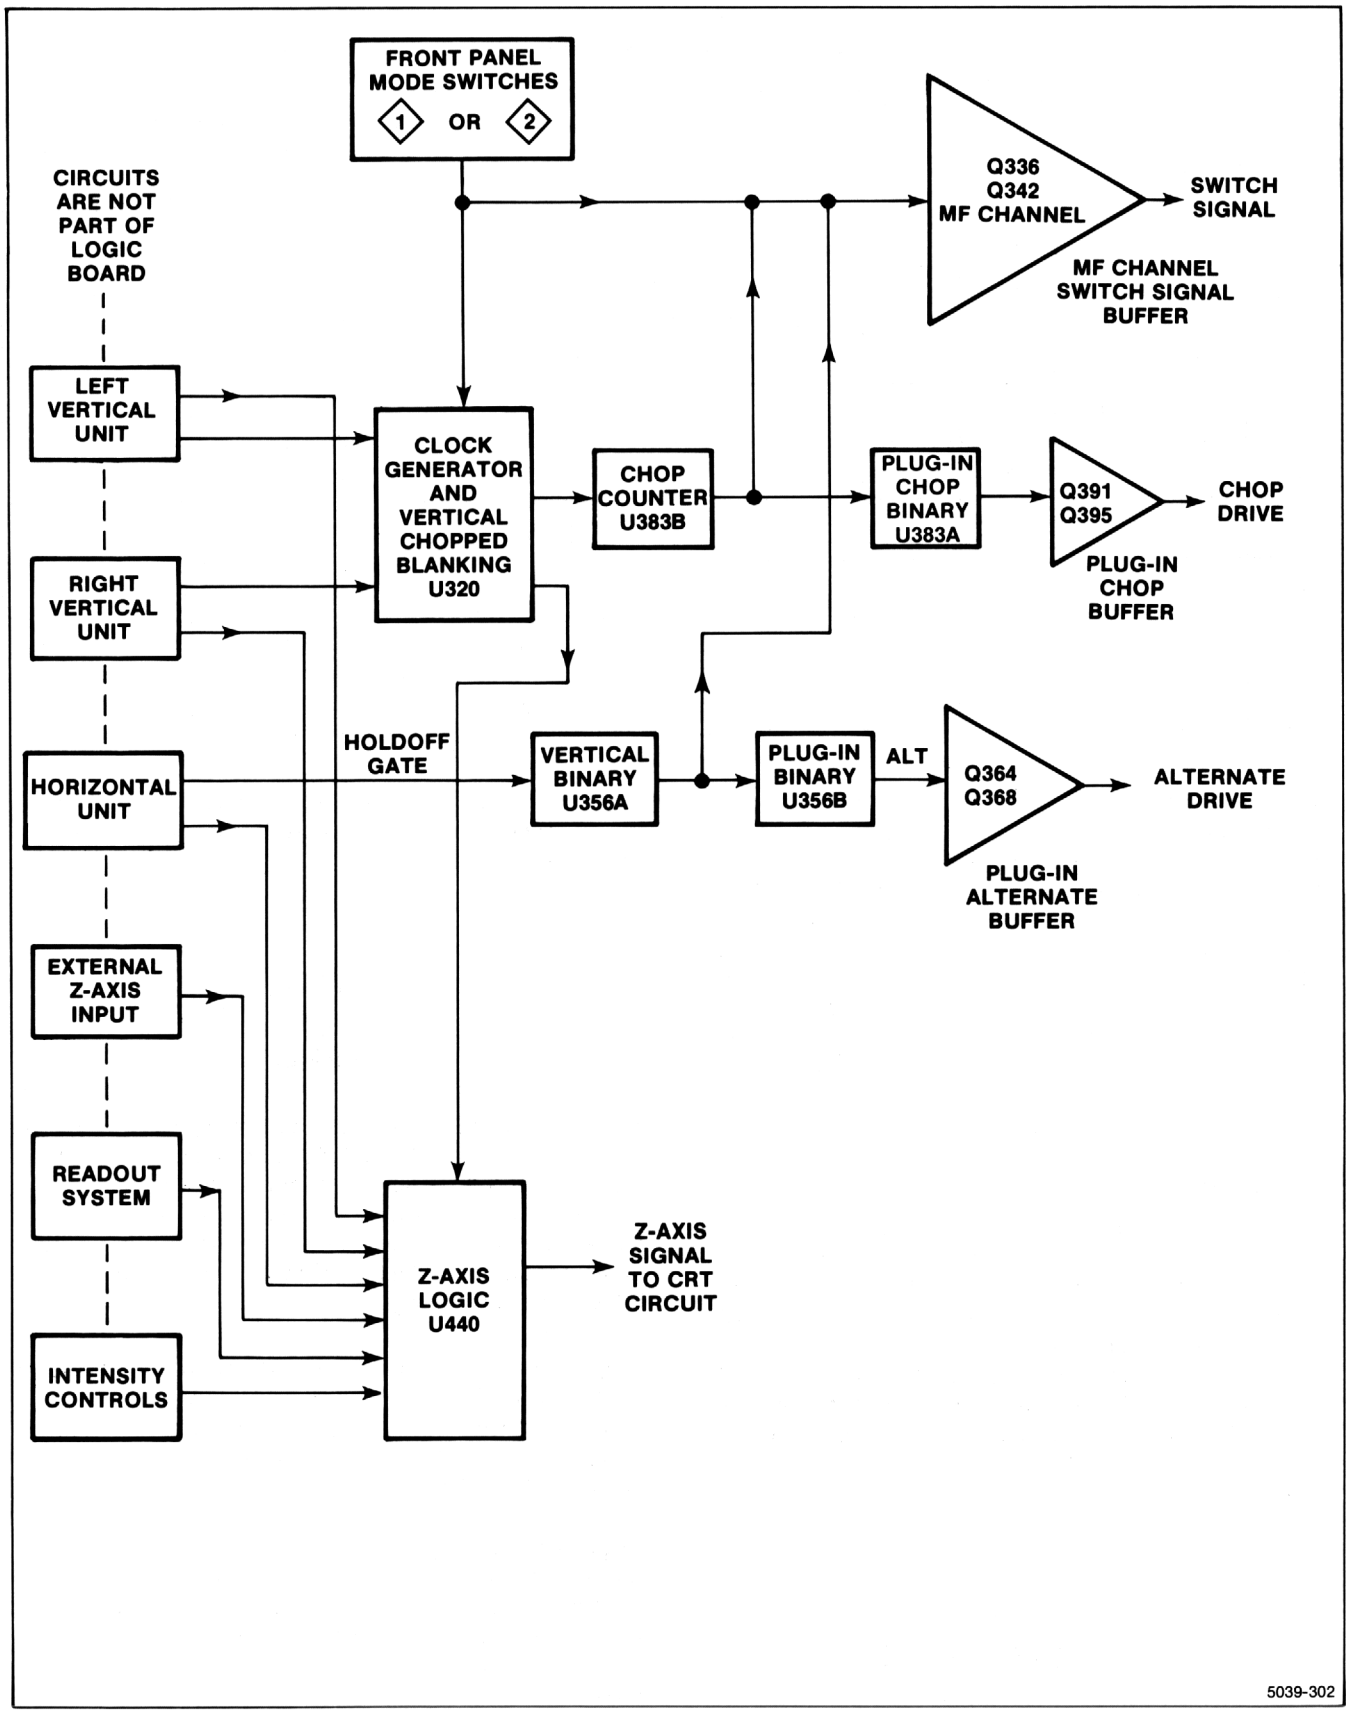

Figure 3-2. Block diagram of Logic circuit.
**Logic Block Diagram.** Figure 3-2 is a block diagram of the Logic circuit. It shows the sources of the input control signals, the output signals it produces, and the main interconnections between blocks. The interconnections shown are intended only to indicate interrelation between blocks and do not indicate a direct connection or that only a single connection exists between the depicted blocks.